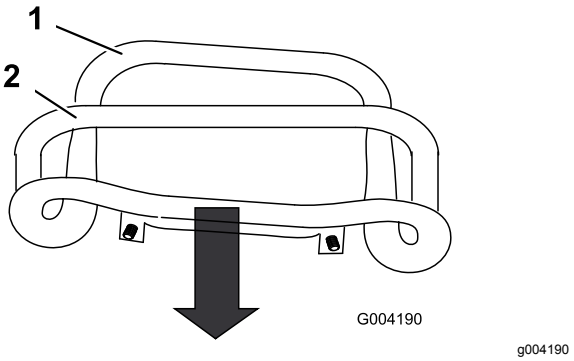

Figur 48
3. Dra drivreglaget bakåt så att reglagets främre del nuddar vid referensstaven (Figur 48).